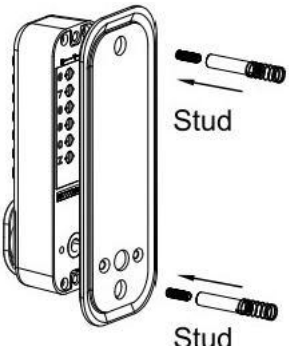

FIG7B
2)42~65 mm gruby montaż drzwi, najpierw, wkładanie ten guma podkładka do ten panel. Następnie wkręć czarne śruby w otwory M5 zamka. Na koniec, wkręcić korbowód do czarnych śrub (jak na rys. 7B)